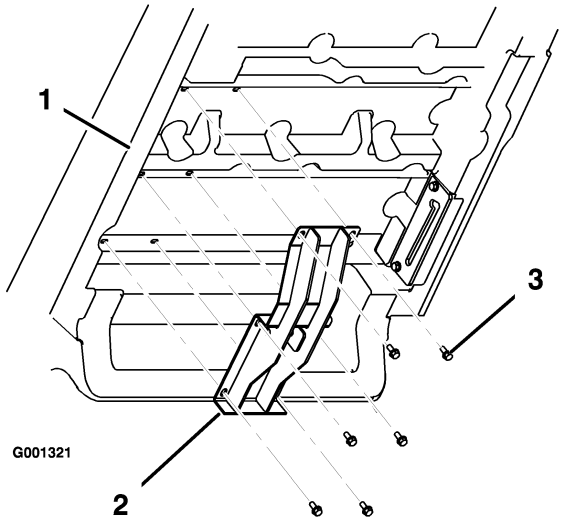

**Figure 4**
1. Remove the screws from the braces on the underside of the box in the positions shown in (Figure 4).
2. Mount the upper lift bracket to the underside of the box with 6 flange head screws (5/16 x 3/4 inch) from loose parts and removed previously. Position the bracket as shown in Figure 4.